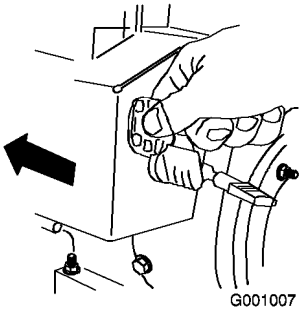

Figur 28
5. Sätt i tändningsnyckeln (Figur 28).